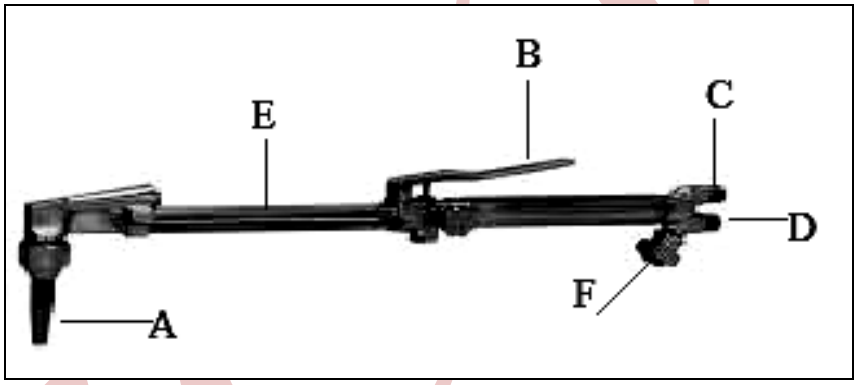

FIGURE 2 (6)
3.2 FIGURE 2 shows a gas cutting torch.